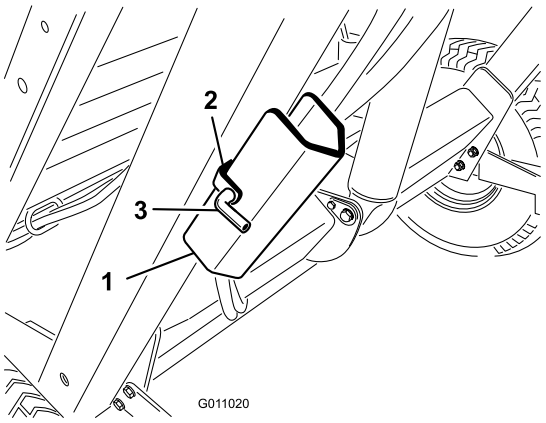

Figuur 23
2. Verwijder de borgpen en de pen waarmee de hopperbeveiliging is bevestigd aan de opberghaak op het frame van de pluggenruimer (Figuur 23). Verwijder de hopperbeveiliging.